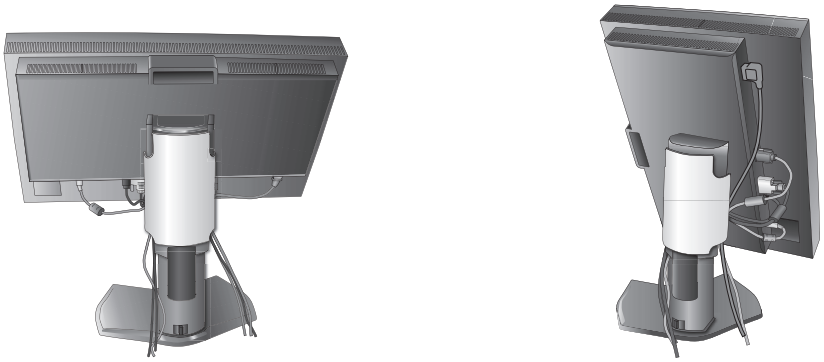

Figure D.1
7. Faites glisser le cache-câble (**Figure D.1**).